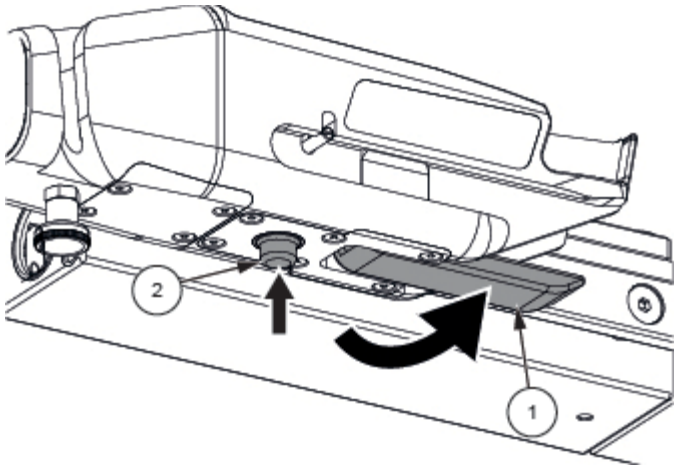

Figure 6-2. Verrouiller la poignée de transfert motorisée
3. Verrouiller le levier de serrage (1). Voir la *Figure 6-2*.
1. Abaisser le levier de verrouillage (1), maintenir le verrou du rail (2) enfoncé et tirer vers l'extérieur la poignée de transfert motorisée. Voir la *Figure 6-2*.